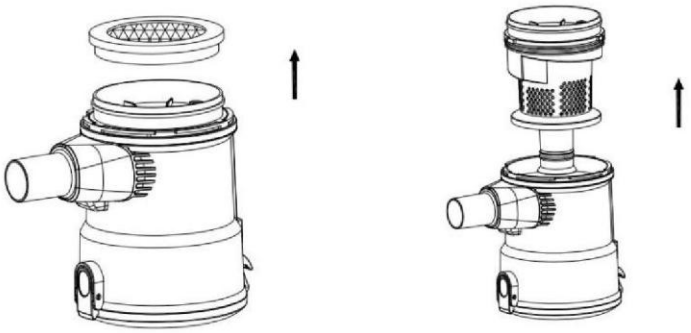

Fig.9
3. Scoateți filtrul de admisie cu burete situat în partea superioară a recipientului de praf. (Fig. 9)